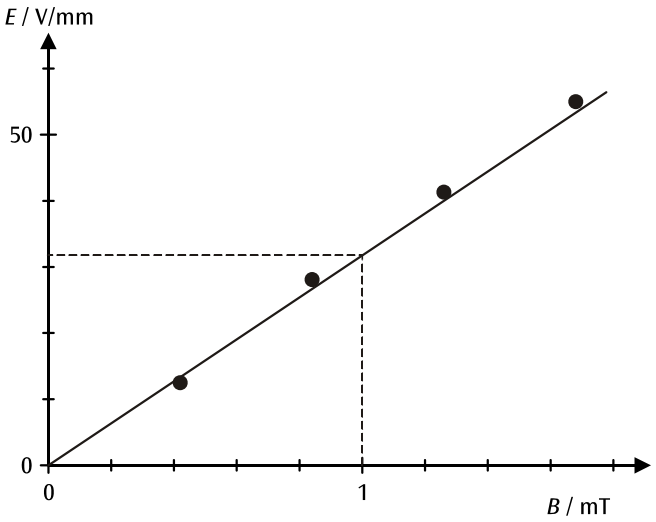

Fig. 6 : Représentation graphique des valeurs de mesure du tableau 4
e) Pour confirmer l'équation (7), on calcule avec les valeurs de mesure du tableau 2 les paires de valeurs *B* et *E*, pour lesquelles la déviation du faisceau est compensée à zéro (cf. tableau 4), puis on représente le résultat dans un diagramme *E-B* (cf. Fig. 6).